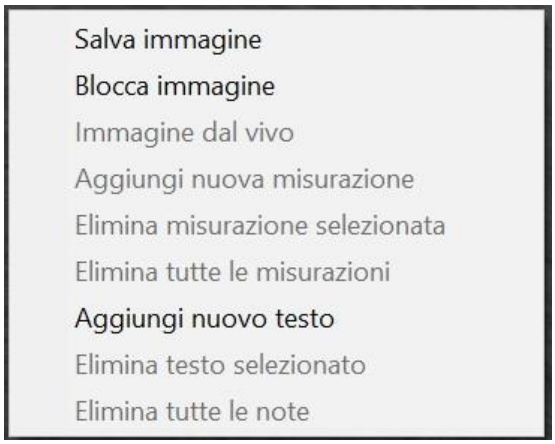

Figura 6-2. Fare clic con il pulsante destro per visualizzare le opzioni di annotazione
È possibile aggiungere delle note di testo applicandole sull'immagine ecografica con il menu apribile con il pulsante destro del mouse (vedere la Figura 6-2).
- Selezionare "Elimina testo selezionato" o "Elimina tutte le note" (vedere la Figura 6-2).